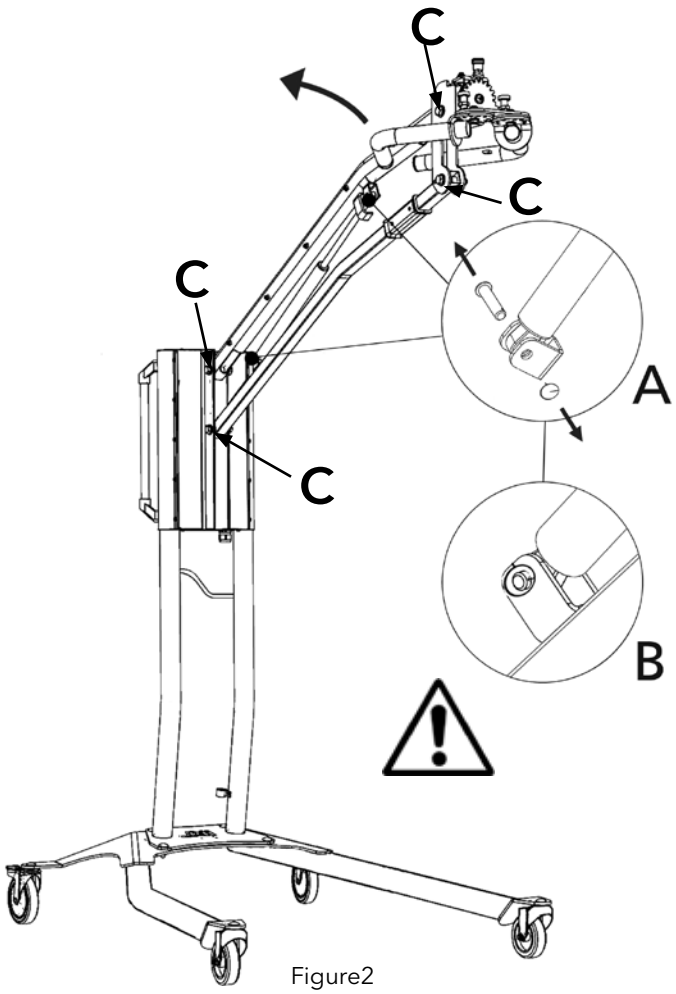

Figure2
If the mobile dryer does not park in highest or lowest position but falls or raises slightly by itself, tighten the 4 bolts indicated with the letter "C" in fig 2.
2. Place the parallel arm in the farmost upright position (fig 2).
4. Remove the locking rings and the two pins. Move the gas spring slightly upwards/forward and then remove it (fig 2).